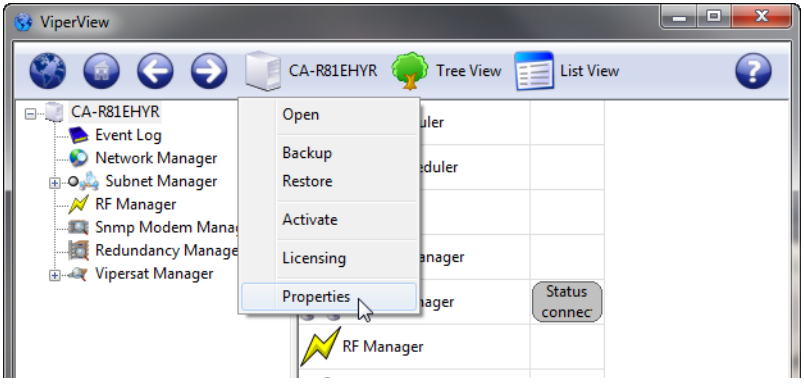

Figure 3-18 VMS Server Properties menu command
1. Click on the VMS Server icon in the top tool bar and select **Properties** from the drop-down menu, figure 3-18.